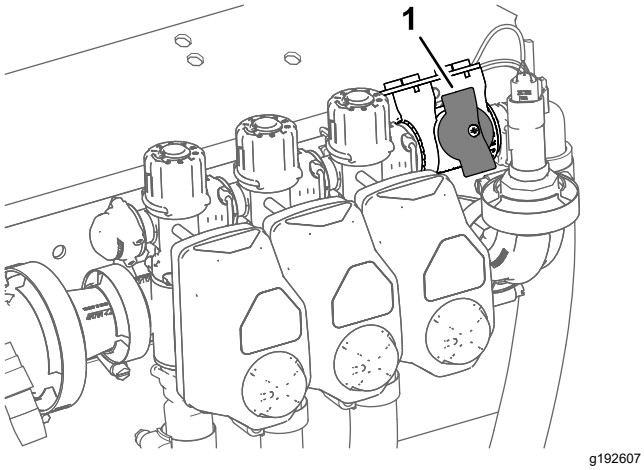

Figura 48
4. Para máquinas que se utilizan en el Modo de caudal de aplicación, asegúrese de que el mando de la válvula de cierre del circuito de desvío está en la posición de cerrado (Figura 48).
5. Para máquinas que se utilizan en el Modo de caudal de aplicación, asegúrese de que la válvula de cierre del circuito de desvío está cerrada (Figura 48).